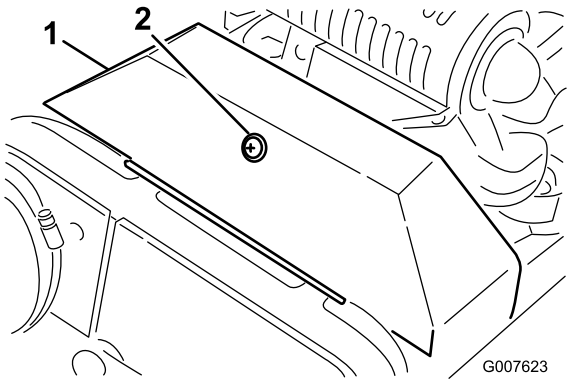

Figur 33
2. Løsn den holder, som fastgør kileremskærmen, og drej for at åbne skærmen (Figur 33).